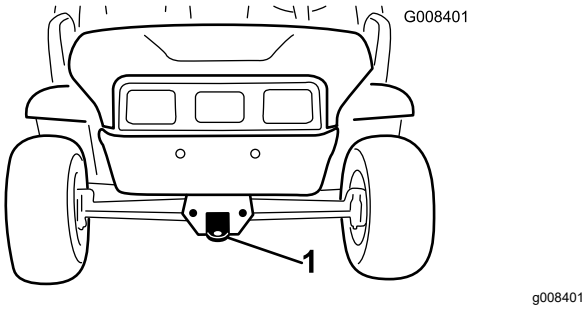
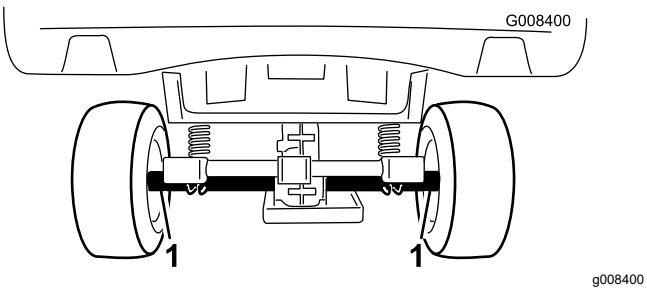

Figuur 21
Figuur 22
Om de machine over grote afstanden te verplaatsen, moet u een aanhanger gebruiken. Zorg ervoor dat de machine stevig is bevestigd op de aanhanger. Zie Figuur 21 en Figuur 22 voor de plaats van de bevestigingspunten.
2. Bevestig een sleepkabel aan de lip op de voorzijde van het machineframe (Figuur 21).